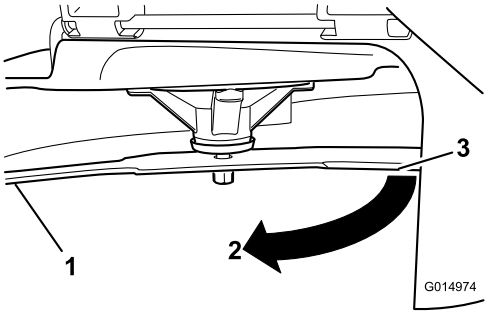

Figuur 55
3. Gemeten afstand tussen mes en de ondergrond (A)
4. Draai hetzelfde mes 180 graden, zodat de andere maairand nu in dezelfde stand staat (Figuur 55).